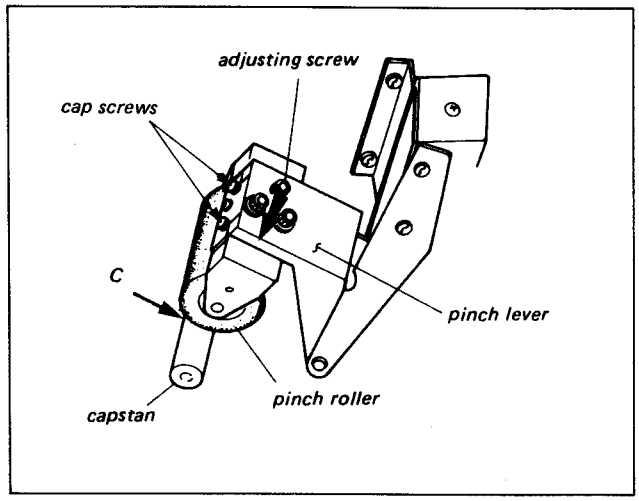

Fig. 8-3. Pinch roller slant adjustment
2. If Pinch Roller adjustment is neccessary, loosen the two cap screws, and turn the adjusting screw shown in Fig. 8-3.